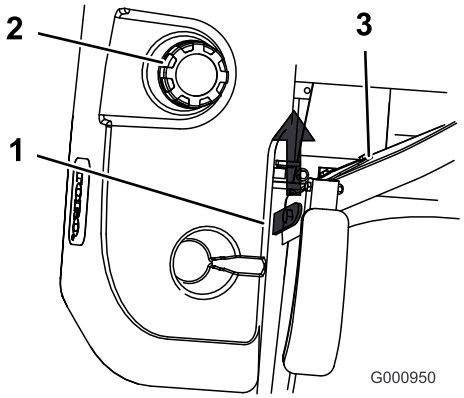

Figuur 23
3. Zet de stoel omhoog. Hierdoor kunt u bij het deel van de machine onder de stoel komen (Figuur 23).